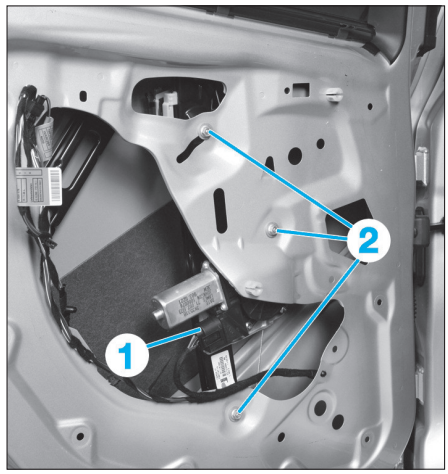

Fig. 123
• Débrancher le connecteur (1) du mécanisme **(Fig.123)**.